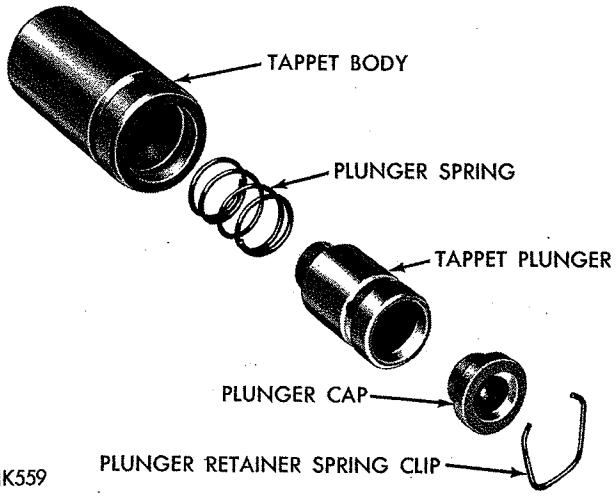

*Fig. 21—Hydraulic Tappet Assembly (Disassembled View)*
### *Disassembly (Fig. 21)*
(1) Clean all tappet parts in a solvent that will remove all varnish and carbon.
(2) Replace tappets that are unfit for further service with new assemblies.
(3) If plunger shows signs of scoring or wear and valve is pitted, or if valve seat on end of plunger indicates any condition that would prevent valve from seating, install a new tappet assembly.
(4) Assemble tappets (Fig. 21).